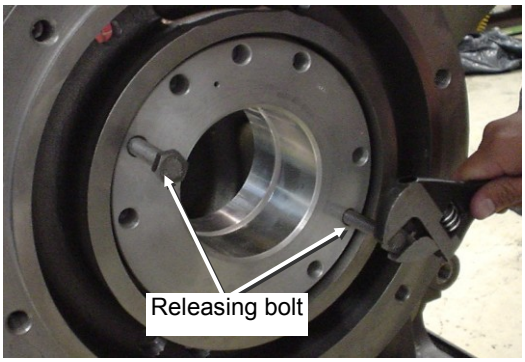

Fig. 5-42 Main Bearing Head
2. Insert the releasing bolts (2 pcs.) in the corresponding holes on the thrust bearing flange and remove the gasket, as shown in Fig. 5-42. With the thrust bearing loosened, pull it toward you to remove.